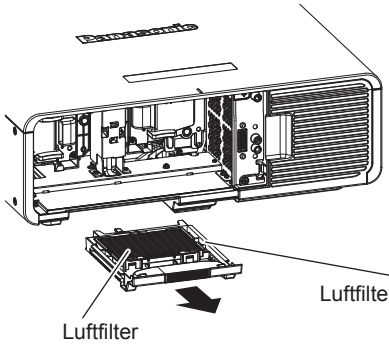

Abb. 2
**2) Ziehen Sie das Luftfiltergehäuse heraus. (Abb. 2)**